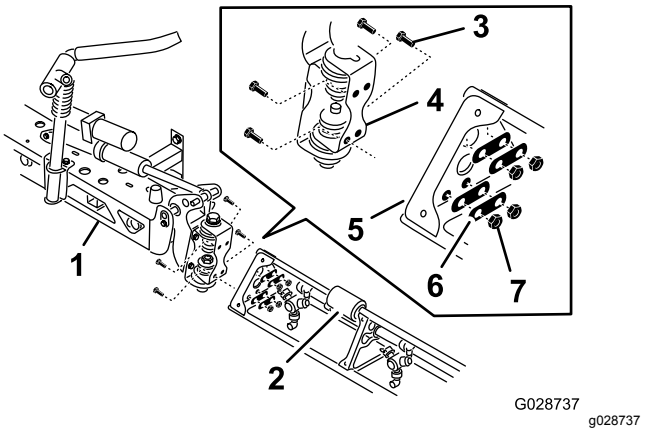

Figur 40
2. Roter hver svingbrakett på enden av den midtre bomseksjonen slik at brakettene er innrettet vertikalt (Figur 40).
4. Monter hengselplaten på den trekantede platen ved hjelp av de fire flenshodeboltene, fire bakplatene og fire flenshodemutterne (Figur 40) du fjernet i trinn 1.
6. Rett inn stangenden på bomløftesylinderen med hullene i hornet på svingbraketten (Figur 40).
7. Fest stangenden til svingbraketten med en splittpinne og en hårnålssplint (Figur 40).